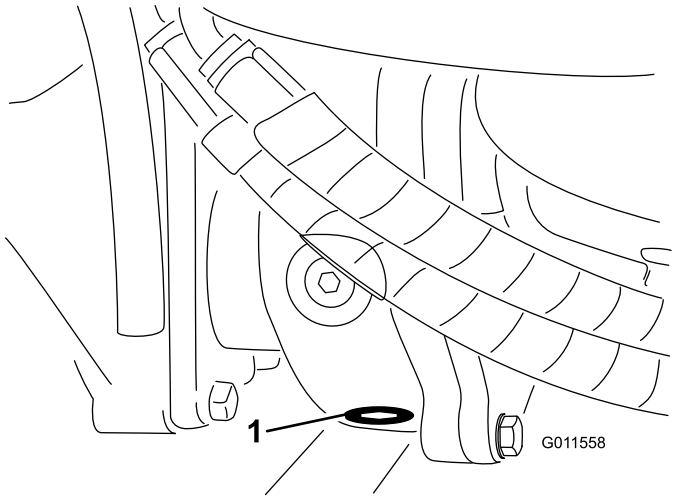

図 63
5. ギアボックスの底面にあるドレンプラグの周辺をウェスできれいにする図 63。